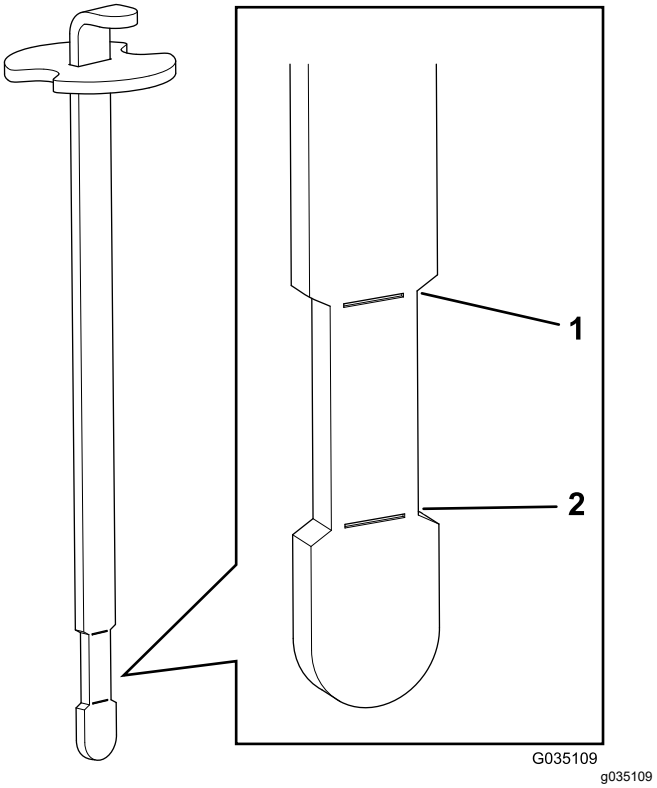

**Figur 40**
6. För in oljestickan i påfyllningsröret, ta sedan ut den igen och kontrollera oljenivån (Figur 40).